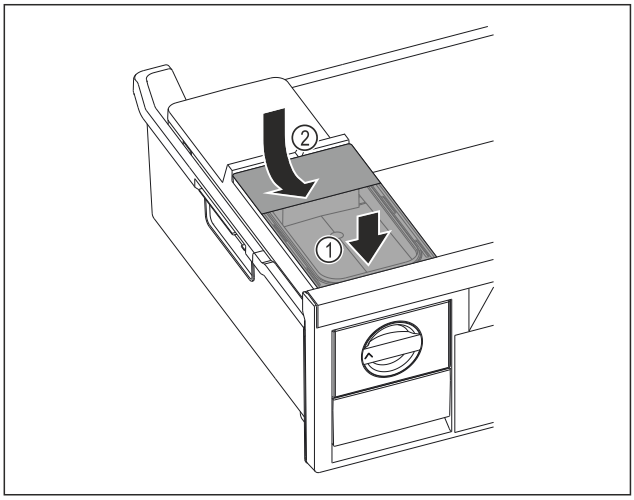

Fig. 126
▶ Watertank aan de voorkant plaatsen. *Fig. 126 (1)*
▶ Watertank aan de achterkant laten zakken. *Fig. 126 (2)*